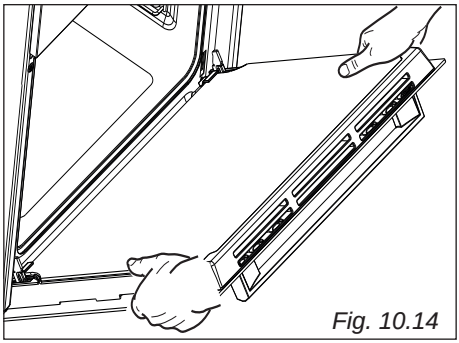

*Fig. 10.14*
- Hold the door as shown in fig. 10.14.